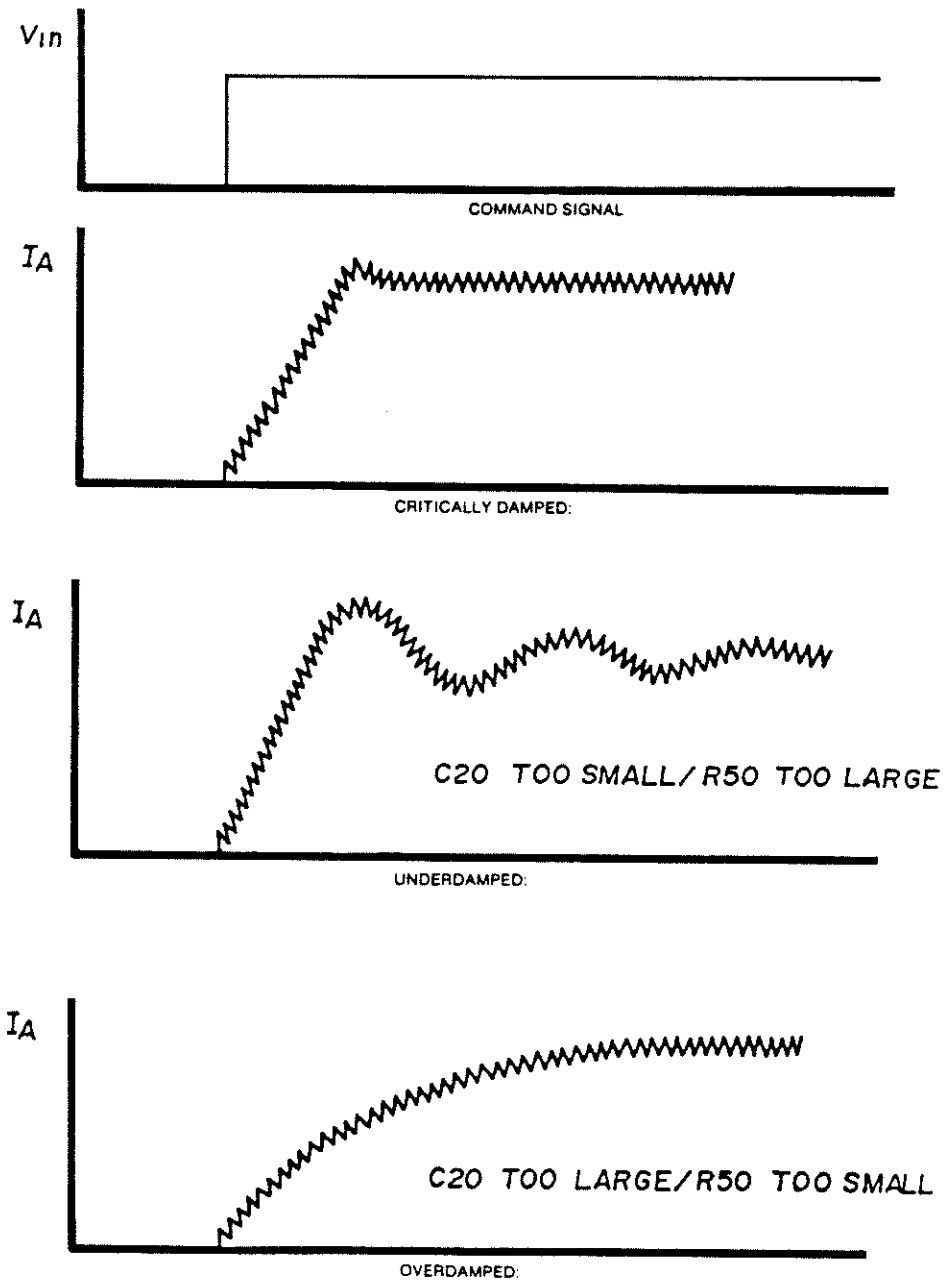

Fig. 14
- Apply power, and while monitoring the load current, gradually increase the value of the box resistance until optimum response as depicted in Fig 14 is achieved.